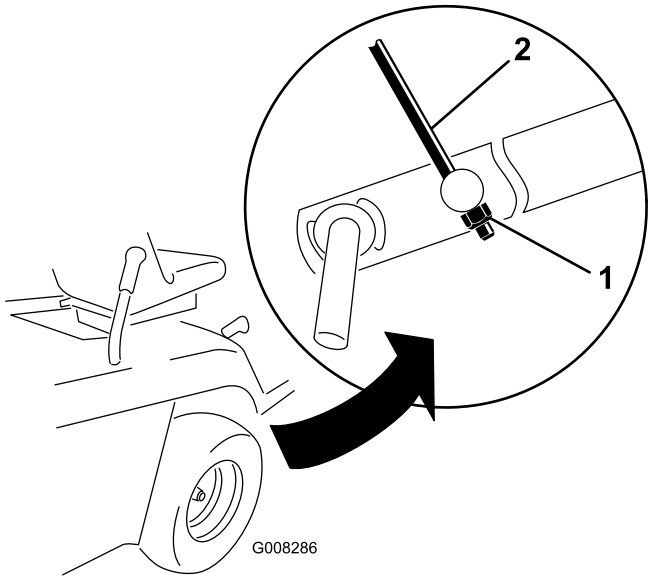

Figur 40
9. Juster M8 låsemøtrikken for enden af kabelstangen til højdejustering, indtil stangen er en smule spændt (Figur 40).